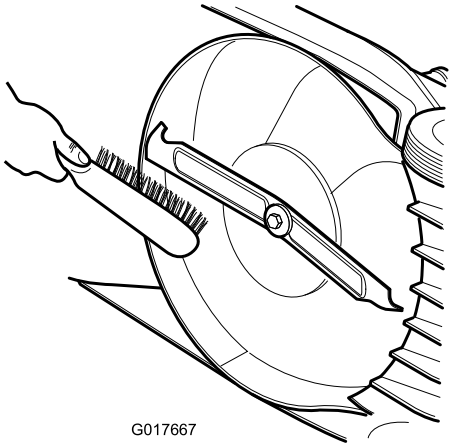

Figur 16
- Rengjør undersiden av gressklipperhuset. Fjern smuss og gressrester med en treskrape/-kost (Figur 16).